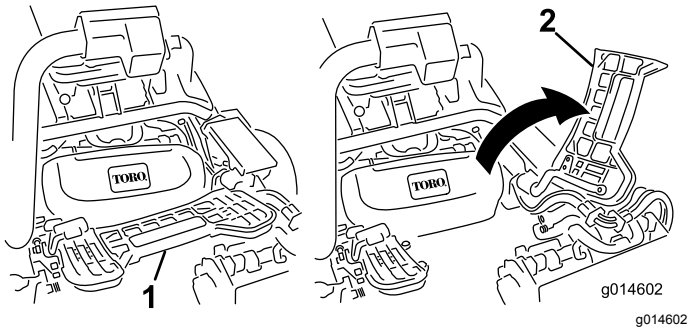

Figur 47
2. Lyft upp fotstödet och fäll upp det så att du kommer åt mittklippenheten (Figur 47).